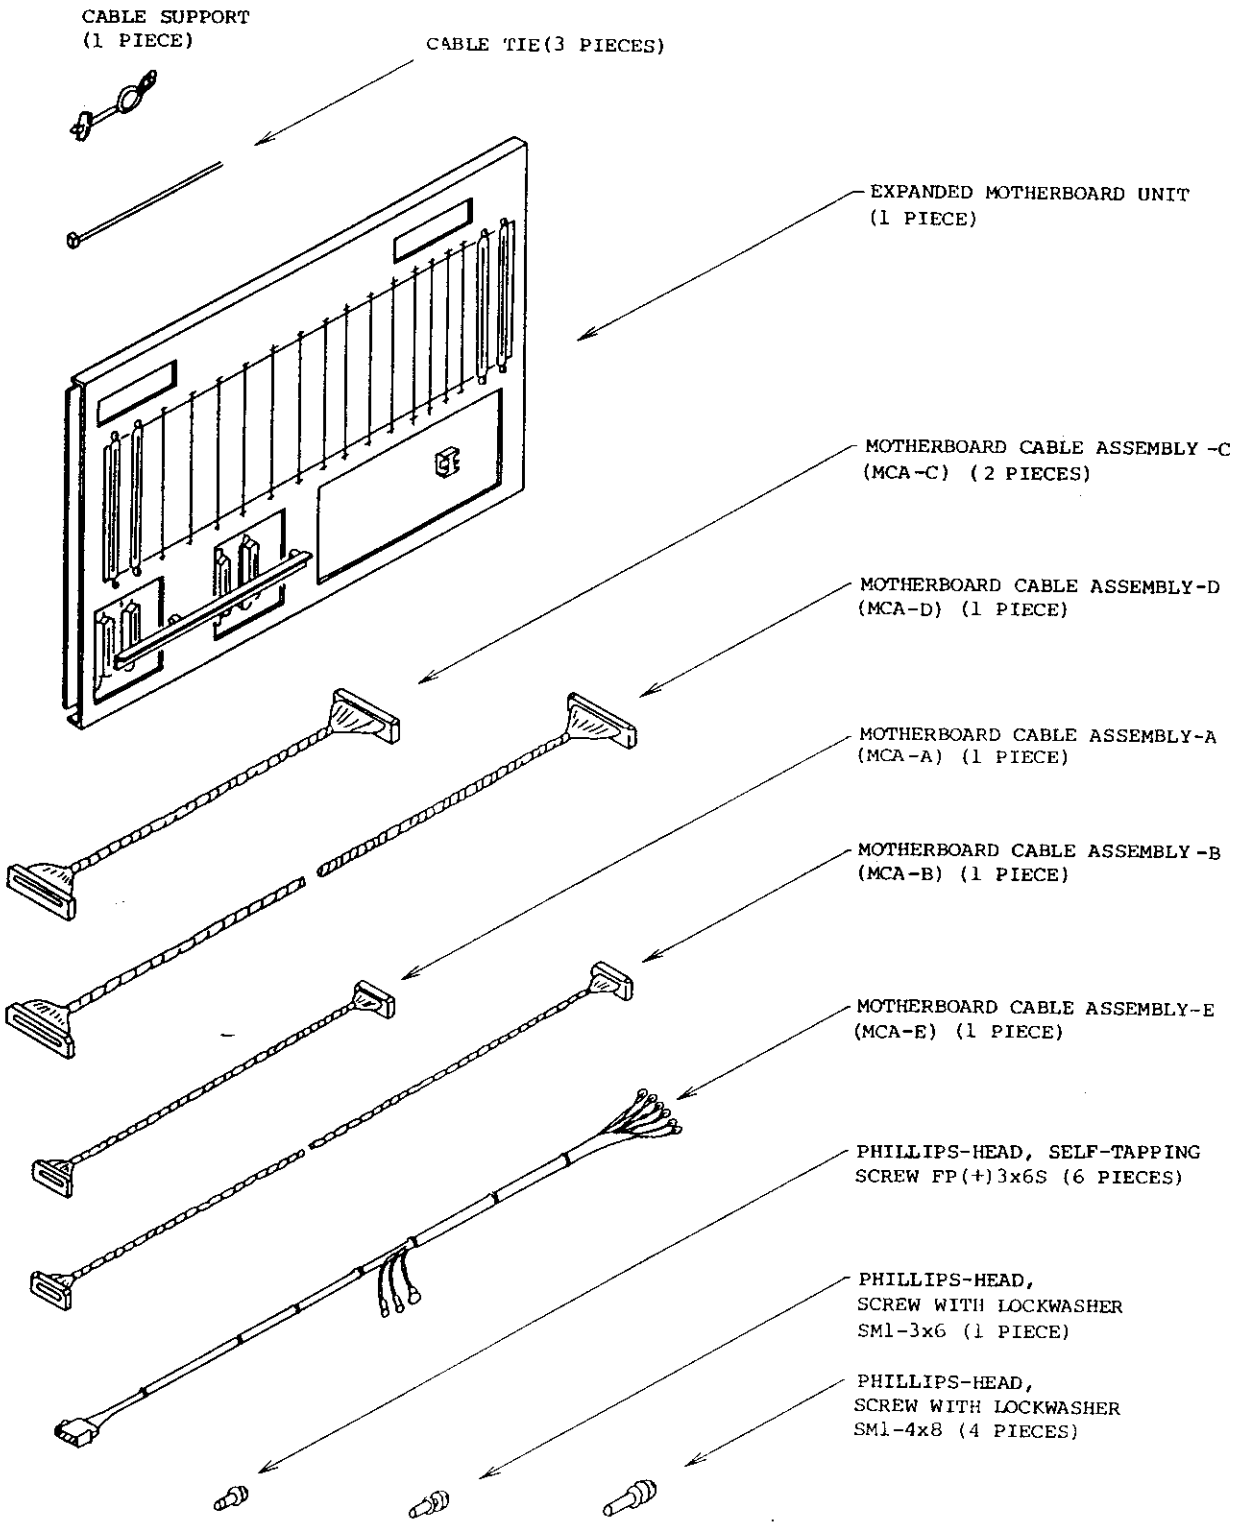

FIGURE 14 Component Parts of Expanded Motherboard Assembly(EMB)
a. Refer to FIGURE 14, Component Parts of Expanded Motherboard (EMB) Assembly. Unpack EMB Assembly and verify that each item is included and no physical damage is evident.